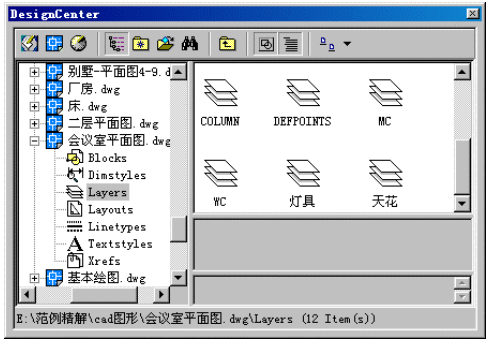

图 5-4　指定“Layers”项
5. 将光标指向“Layers”项，单击鼠标左键，则设计中心右侧的桌面出现该图形文件所包含的所有图层，如图 5-4 所示。